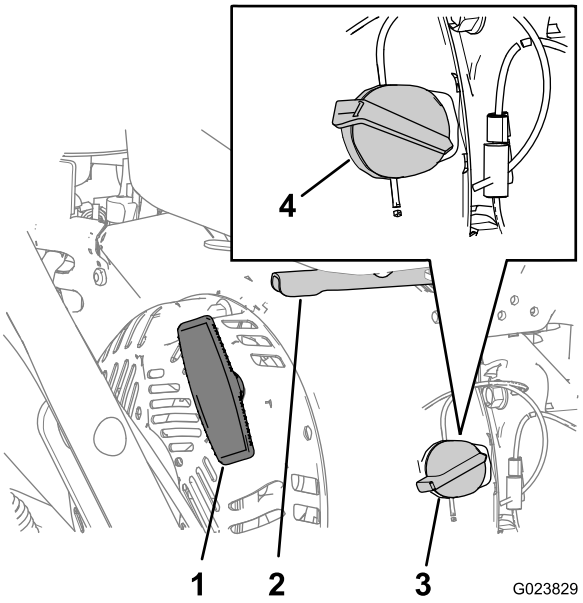

Bild 10
1. Drehen Sie den Ein/Aus-Schalter an der rechten Seite des Motors nach rechts in die EIN-Stellung (Bild 10).
3. Stellen Sie die Gasbedienung hinten rechts am Motor zwischen die LANGSAM- und SCHNELL-Stellung (Bild 10).
4. Ziehen Sie langsam am Rücklaufstartergriff, bis Sie einen Widerstand spüren und halten Sie dann an (Bild 10).
2. Stellen Sie die Gasbedienung zwischen die LANGSAM- und SCHNELL-Stellung (Bild 10).
3. Lassen Sie den Motor mindestens 15 Sekunden laufen und drehen dann den Ein/Aus-Schalter des Motors in die AUS-Stellung, um den Motor abzustellen (Bild 10).